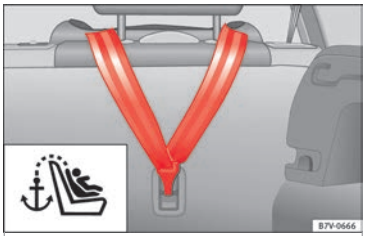

Bild 39 Övre hållremmen ihakad i bagageutrymmet
- Haka i den övre hållremmen i motsvarande monteringsring (för TOP TETHER) på baksidan av baksätets ryggstöd **››› bild 39**.